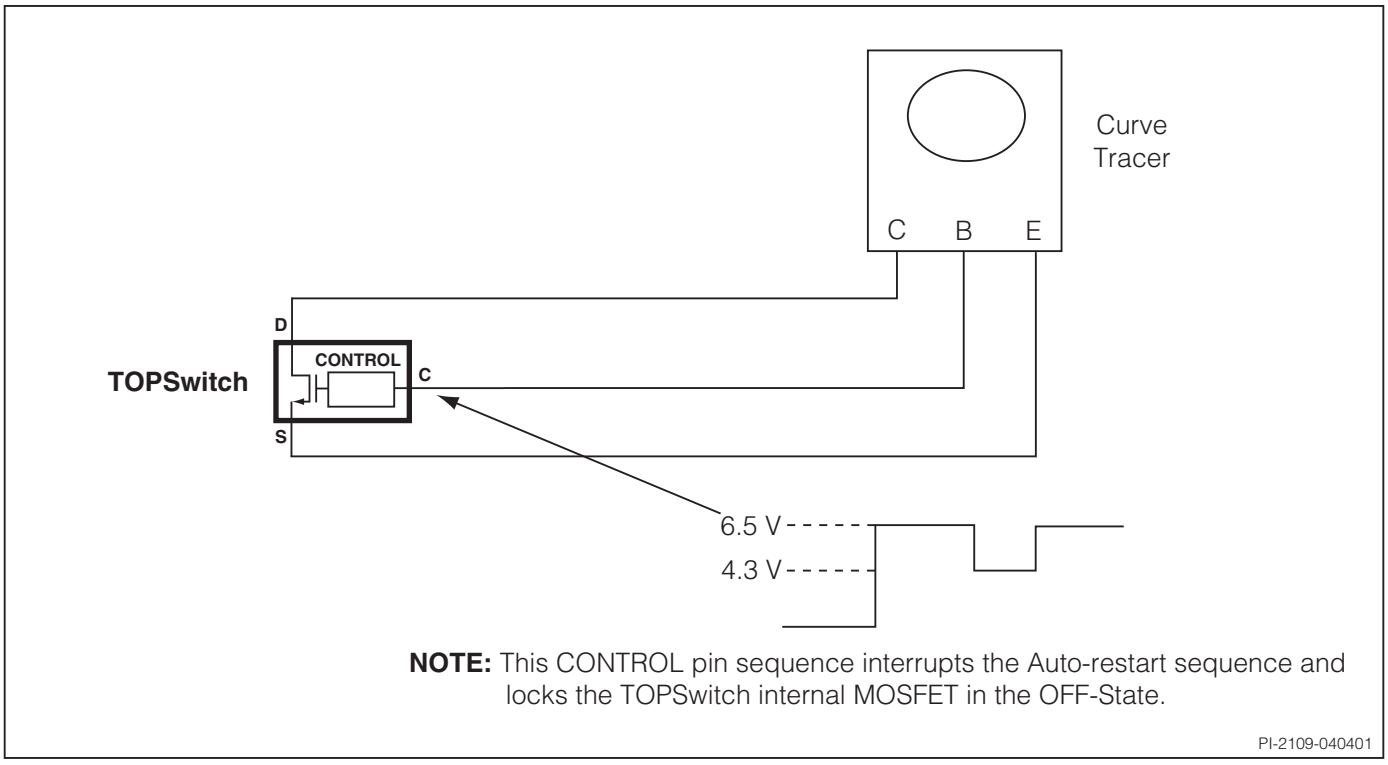

Figure 15. Breakdown Voltage and Leakage Current Measurement Test Circuit.
B. The breakdown voltage and leakage current measurements can be accomplished as shown in Figure 15 by using the following sequence: